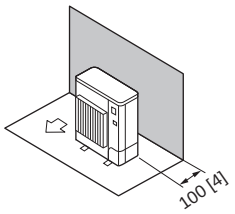

Fig. 2-6
1. Obstacles uniquement à l'arrière (Fig. 2-6)